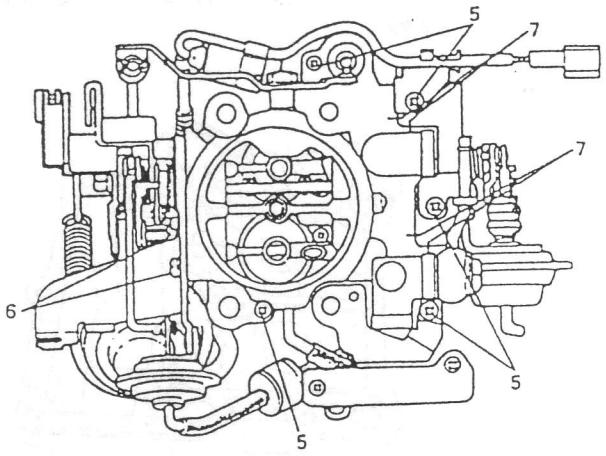

Fig. 4-1-26
2.- Realice marcas de alineación en el soporte, y en la tapa superior, para poder efectuar correctamente el armado. Vea la Fig. 4.1.26.
6.- Desmonte el surtidor secundario cambiando el perno, y colocando en el orificio del cual ha sido extraido el perno, la herramienta especial (A) de la manera ilustrada.